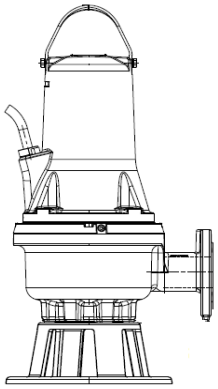

Fig. 7 Instalare scufundată pe baza de susținere
- Montaţi flanşa specială (fig. 7 – poz. D) la cursor şi ghidarea către gura de trimitere a pompei şi agăţaţi funia sau lanţul la mânerul sau orificiu pe partea superioară a corpului.